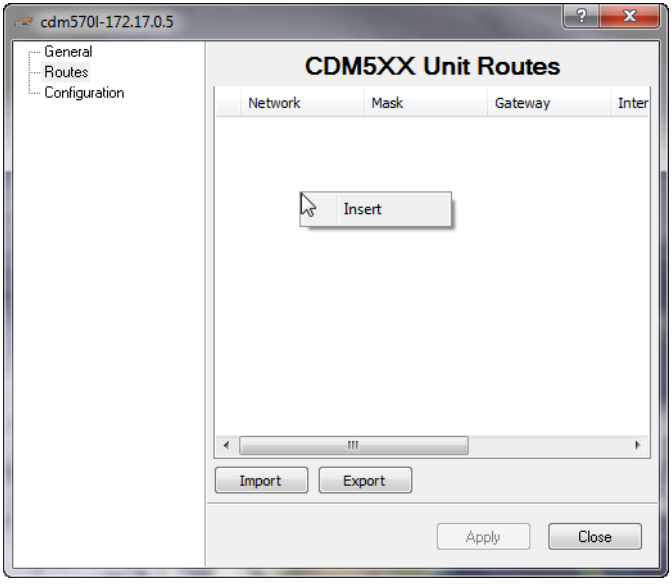

Figure 3-117 TDM Properties, Routes
9. Select **Routes** from the tree menu to display the Routes table (figure 3-117).